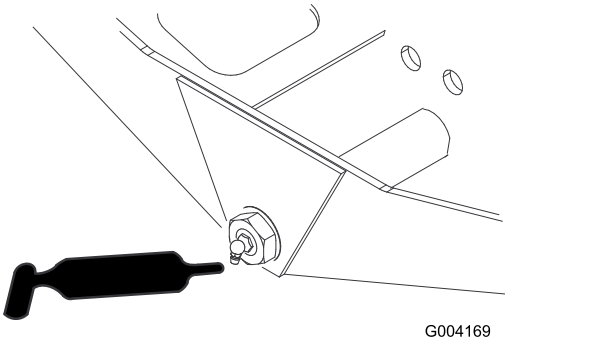

Figur 43
- Akselstyringsdreietapp (1) (Figur 43)